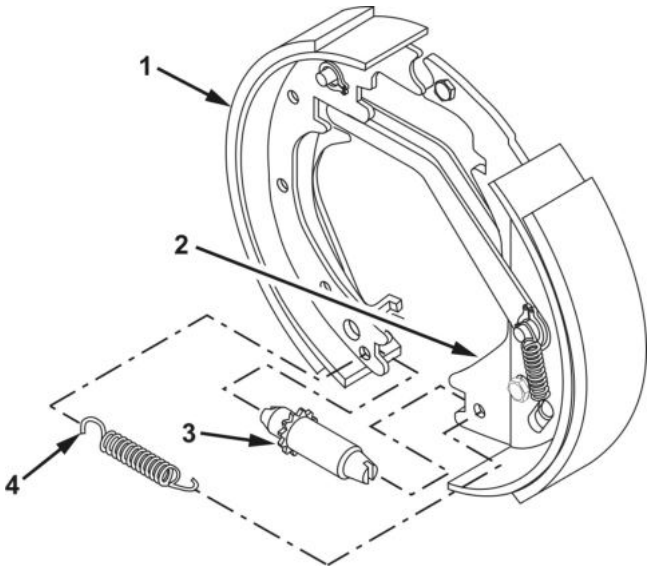

Figure 5. Brake Adjuster Removal.
7. Remove spring (Figure 5, Item 4) and adjuster (Figure 5, Item 3) from rear brakeshoe (Figure 5, Item 1) and backing shoe lever (Figure 5, Item 2).